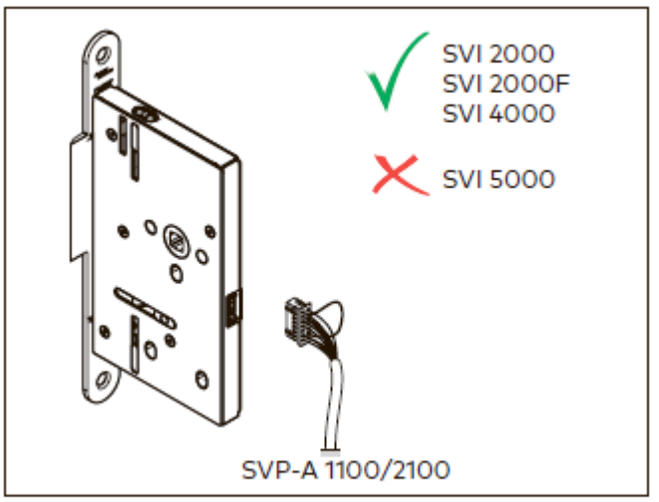

Рис. 38 Подключение кабеля
5. Втяните соединительный кабель SVP-A 1100/2100 и присоедините к замку (рис. 38).